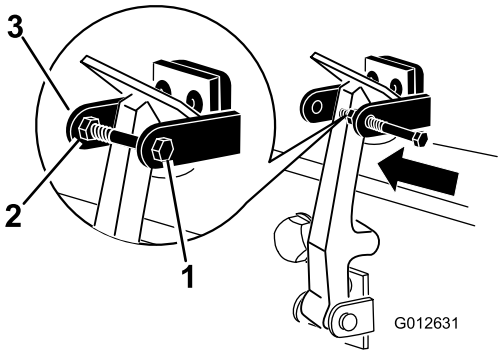

Figur 8
7. Skru bolten ind i den anden arm på motorhjelmens låsebeslag for at låse låsen på plads (Figur 8). Spænd bolten godt, men spænd ikke møtrikken.